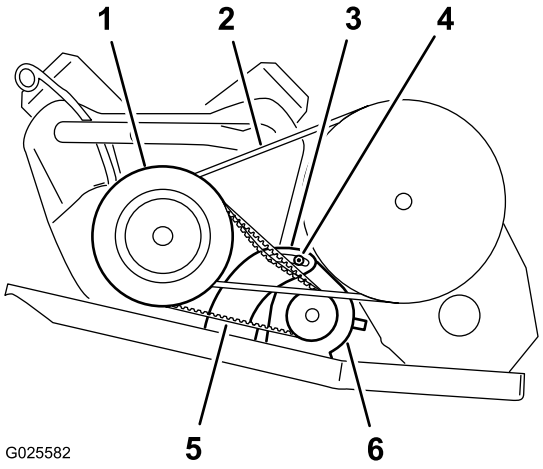

Figura 53
2. Allentate il dado di rotazione del generatore di avviamento (Figura 53).
4. Applicate una pressione verso il basso sul piede di porco per ruotare il motorino di avviamento fino alla fessura in modo che la tensione della cinghia consenta soltanto una flessione della cinghia stessa di forza pari a 44 N (Figura 53).
5. Serrate manualmente il dado di rotazione e rimuovete il piede di porco (Figura 53).